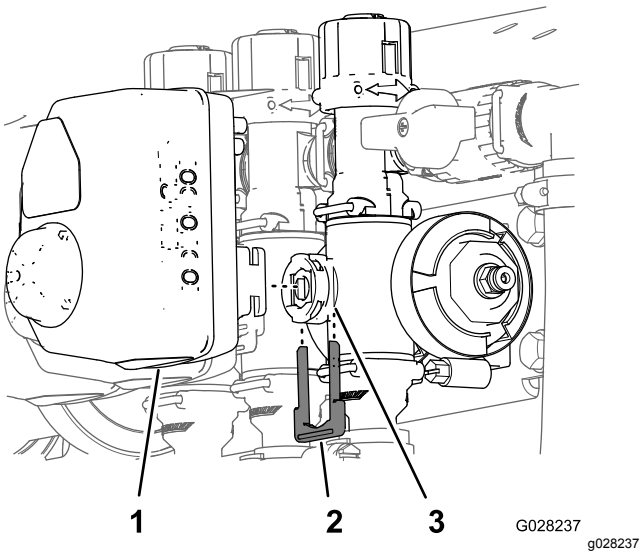

Figur 112
3. Fjern holderen som fester aktuatoren til manifoldventilen for mengderegulator, risting, hovedseksjon, eller seksjonsventil (Figur 112).